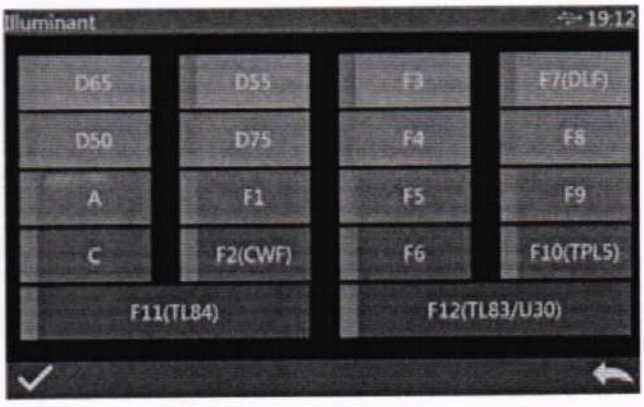

Рисунок 17 – Окно выбора стандартного источника освещения
10.1.2.1.2 Нажать кнопку «Illuminant» в меню «Illuminant». Откроется окно выбора стандартного источника освещения (рисунок 17). Выбрать необходимый источник освещения (D65, C или A). При выборе источника область слева от него загорится зелёным. Нажать кнопку ✓ в нижнем левом углу для подтверждения выбора и возврата к меню «Illuminant».